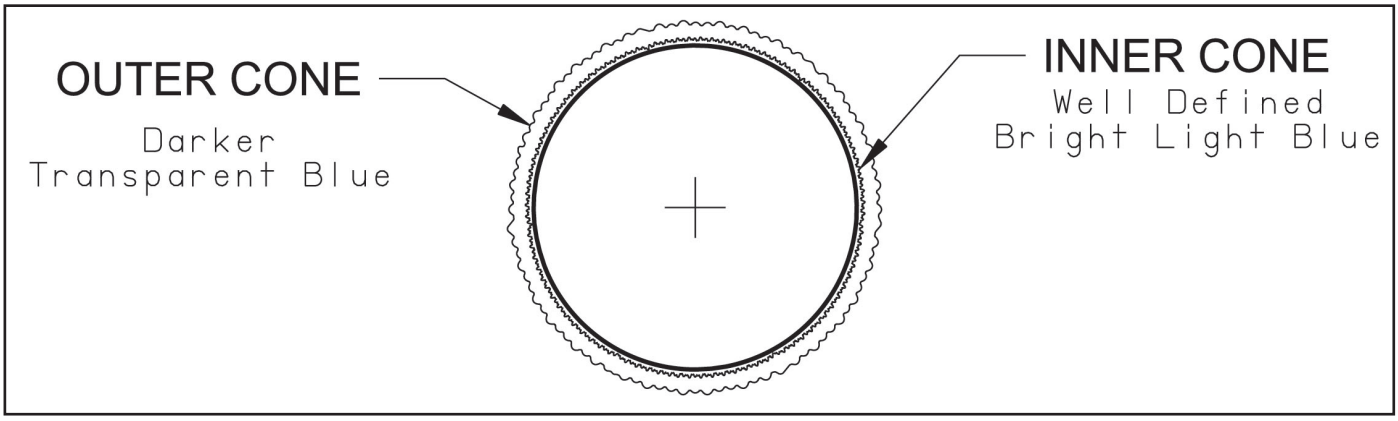

Figure 11.3: Burner Flame
14) Inspect the flame visible through the window. On high fire the flame should be stable and mostly blue (Figure 11.3). No yellow tipping should be present; however, intermittent flecks of yellow and orange in the flame are normal.